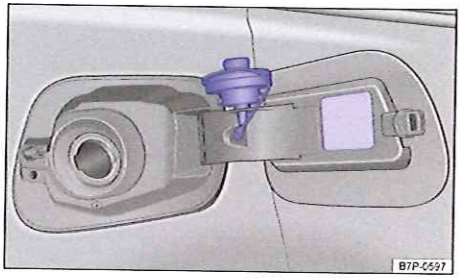

Fig. 219 Trappe à carburant ouverte avec bouchon de réservoir emboîté
- Dévissez le bouchon de réservoir en le tournant dans le sens inverse des aiguilles d'une montre et accrochez-le dans l'ouverture prévue à cet effet sur la charnière de la trappe à carburant → fig. 219.
Le type de carburant à utiliser pour votre véhicule est indiqué sur un autocollant apposé sur la face intérieure de la trappe à carburant → fig. 219.